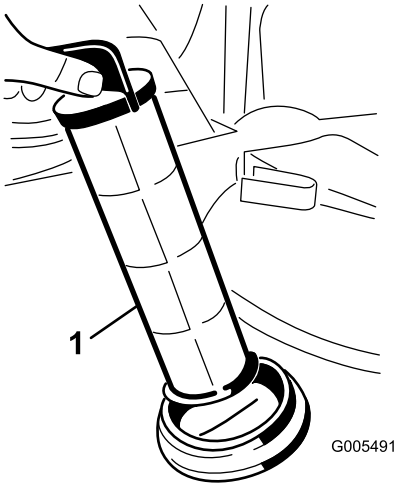

Bild 64
4. Ziehen Sie das Saugsieb aus dem Loch (Bild 64).